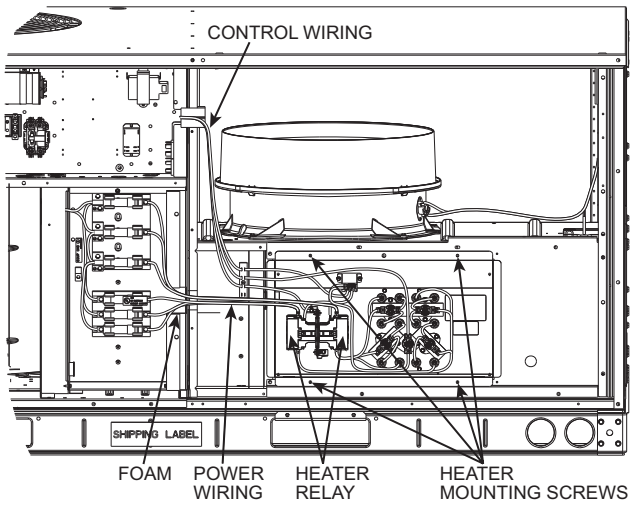
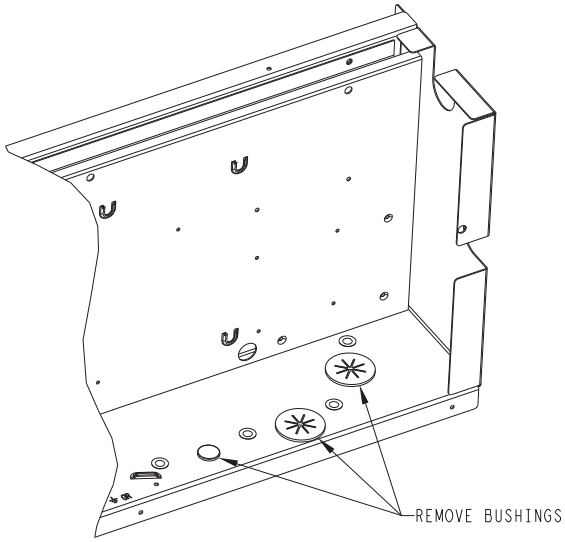
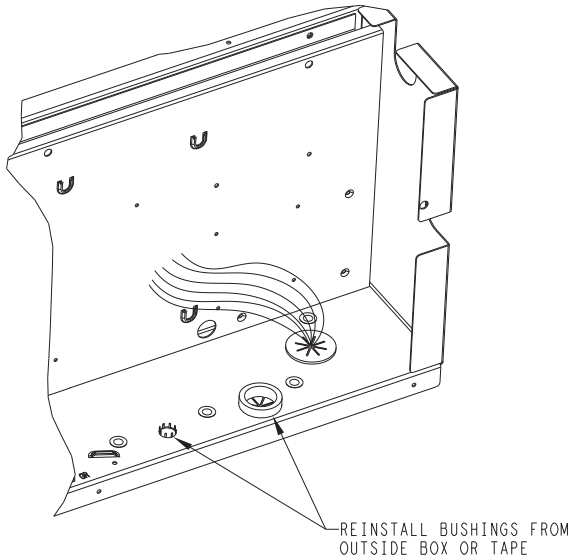

Fig. 3 — Typical Single Point Kit Installation
Fig. 7 — Control Box - Bushings to Remove
Fig. 8 — Bushings Replaced from Outside Control Box
6. Install the electric heater module and connect heater power conductors to single point box or main unit control box per appropriate connections figure. (See Appendix A on page 16.) See Fig. 3 for typical installation.
7. All bushings in the area of the control box where the single point box (SPB) mounts, must be removed prior to securing the SPB to the control box. (See Fig. 7.) Also, for units installed in the snow belt, all unplugged holes in the bottom of the control box which are not used must be plugged before installing the SPB. Use foil tape or reinstall the bushings from the outside of the control box prior to securing the SPB. (See Fig. 8.)
8. Remove the single point box cover. Secure single point box to the underside of the control box with the 2 screws provided. (See Fig. 3.) Re-install bushing on the SPB tap conductors. (See Fig. 8.)
5. Route power wires from heater module through the foam bushing in the center partition and into the single point box. (See Fig. 3.) Connect to terminal block or fuse blocks per schematics in Appendix A or B. See Tables at beginning of each Appendix to identify the appropriate figure.